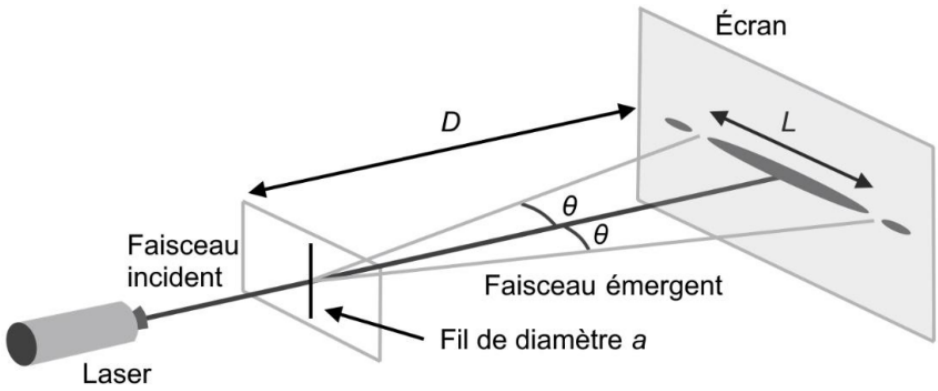

Figure 2 – Schéma du montage expérimental
Pour s'assurer de la valeur du diamètre d'un fil affichée à 0,45 mm sur une bobine pressentie pour fabriquer une harpe électrique, on utilise le dispositif schématisé sur la figure 2. Un fil de diamètre a est positionné sur le trajet d'un faisceau laser de longueur d'onde λ et un écran est placé à une distance D du fil. Une série de taches lumineuses apparaît sur l'écran.
Q.2. Exprimer l'angle caractéristique θ en fonction de la largeur L de la tache centrale et de la distance D, à l'aide de la figure 2 et en utilisant l'approximation des petits angles. 1
Le montage expérimental de la figure 2 est utilisé avec le fil dont on cherche à vérifier le diamètre (a). La mesure de la largeur de la tache centrale pour ce fil est L = 8,0 mm avec une incertitude-type $u(L)$ = 0,5 mm.